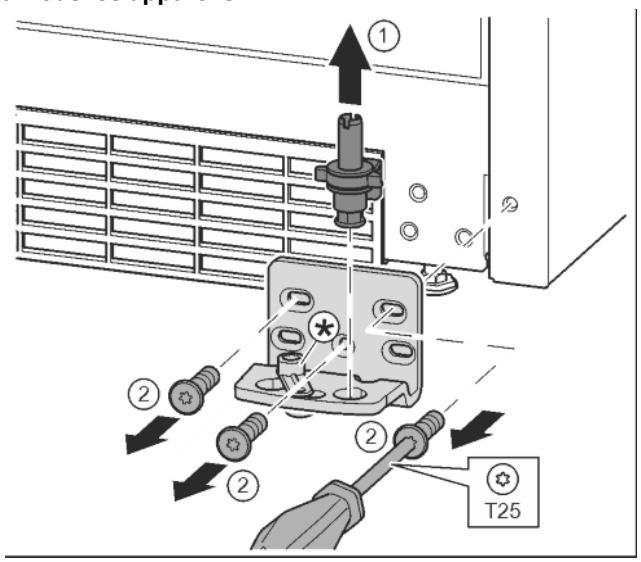

Fig. 15
▶ Sortir complètement l'axe de palier par le haut. *Fig. 15 (1)*
▶ Desserrer les vis avec le tournevis T25 et enlever le support de palier. *Fig. 15 (2)*